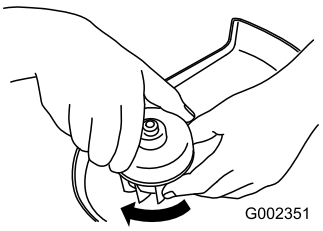

Figura 17
3. Girate il coperchio saldamente in senso orario (Figura 17).